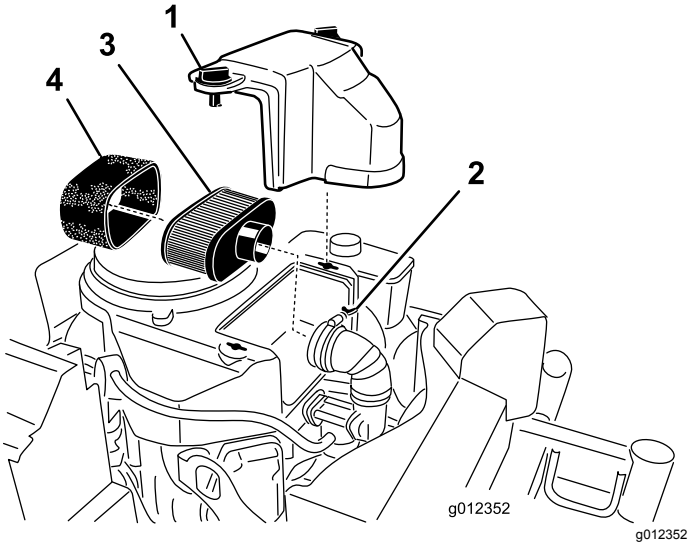

Figuur 21
3. Maak de omgeving van het luchtfilter schoon om te voorkomen dat vuil in de motor komt en schade veroorzaakt (Figuur 21).
4. Schroef de dekselknoppen los en verwijder het luchtfilterdeksel (Figuur 21).
5. Schroef de slangklem los en verwijder het luchtfilter (Figuur 21).
6. Trek het schuimelement voorzichtig van het papierelement af (Figuur 21).
1. U mag het papierfilter niet reinigen. Vervang het (Figuur 21).
1. Schuif het schuimelement voorzichtig op het papierelement (Figuur 21).
2. Monteer het luchtfilter op de luchtfilterbasis en zet het vast met de 2 vleugelmoeren (Figuur 21).
3. Monteer het luchtfilterdeksel en zet het vast met de dekselknop (Figuur 21).